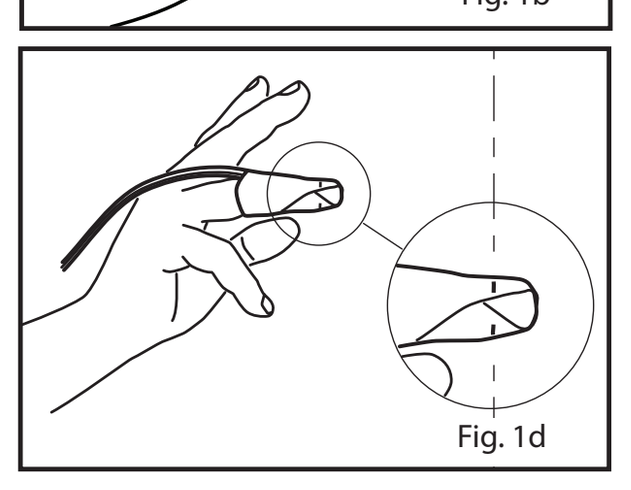

Fig. 1d
4. Consulte la **Fig. 1d.** Cuando se colocan correctamente, el emisor y el detector deben quedar verticalmente alineados (las líneas negras deben quedar alineadas). Si es necesario, vuelva a posicionarlos.